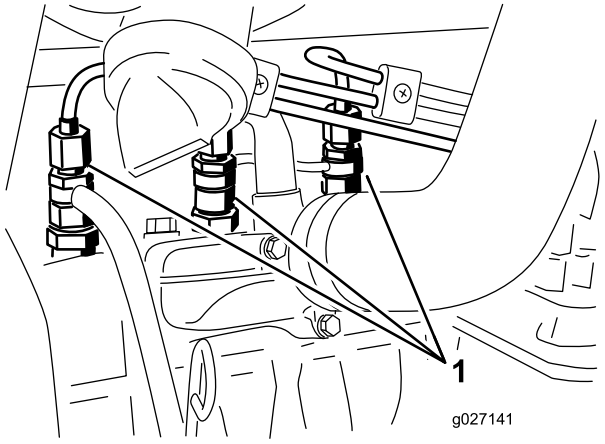

Figuur 56
1. Draai de leidingconnector naar spuitstuk nr. 1 en de houder los (Figuur 56).